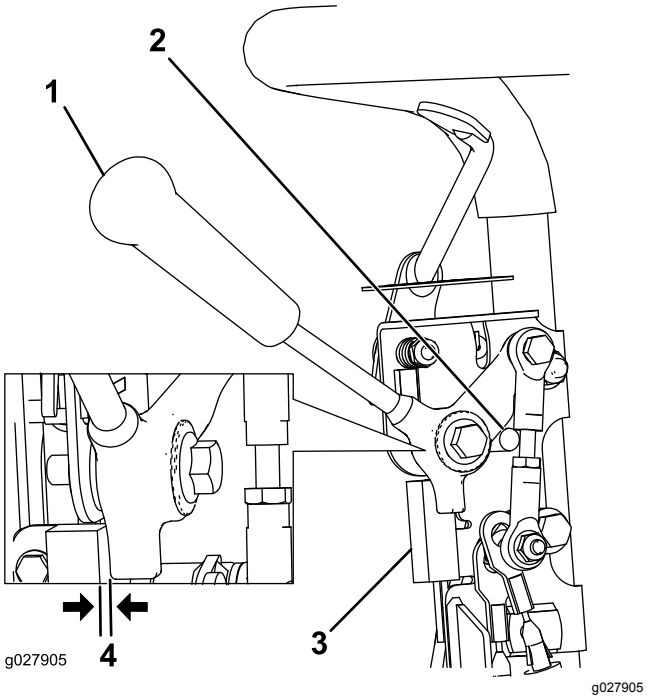

Figur 36
1. Påse at motoren er av og trekkspaken er frakoblet og hviler mot nøytral-sperren (Figur 36).
2. Løsne monteringsfestene til sperrebryterne (Figur 36).
3. Plasser et 0,8 mm tykt mellomlegg mellom trekkspaken og sperrebryteren (Figur 36).